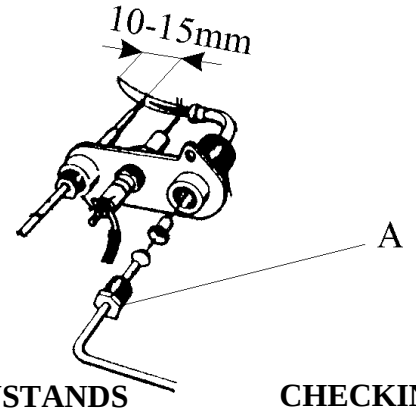

Fig.7
Die Spannmutter (A) der Zündflammenleitung losdrehen und die Leitung aus dem Zündflammenbrenner ziehen. (Abbildung 7). Sie müssen die montierte Einspritzdüse kontrollieren und, wenn notwendig, gegen eine neue auswechseln. Kontrollieren Sie die Kodenummer (siehe technische Daten). Darauf müssen Sie die Zündflammenleitung wieder montieren.
Loosen the securing nut (A) of the pilot-flame pipe and pull the pipe out of the pilot-flame burner (fig. 7).